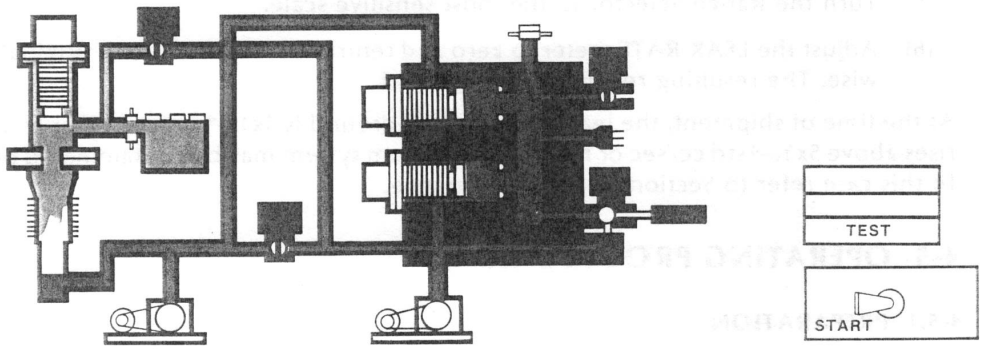

Figure 4-4. Valve Operation : Typical Test Cycle
(9) Set the Transfer PRESSURE control to approximately 9 o'clock (about 20 millitorr).
(10) Set the START/VENT switch in the START position. Figure 4-4 shows schematically the operation of roughing and test valves when the START/VENT switch is set in the START position. The roughing pump now evacuates the test port. When the pressure in the test port reaches 20 millitorr, the roughing valve closes, the test valve opens to expose the test port to the spectrometer tube, and the TEST lamp lights to show that the leak detector is ready for testing.
(11) Turn the SENSITIVITY control to the desired setting (see Section 6-8.11 [-70]).
(12) Check the sensitivity of the leak detector as described in paragraph 4-4 before proceeding to the test procedures of paragraph 4-5.
4-5.2 NORMAL TEST CYCLE (Figure 4-4)